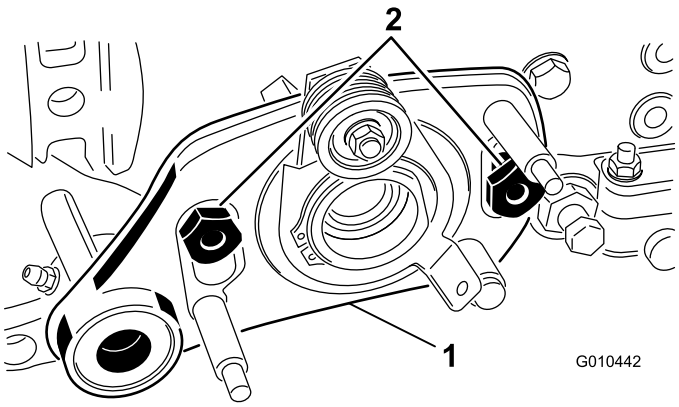

Bild 6
9. Setzen Sie den linken Antrieb auf die Schrauben und befestigen ihn mit zwei Schultermuttern (Bild 6).